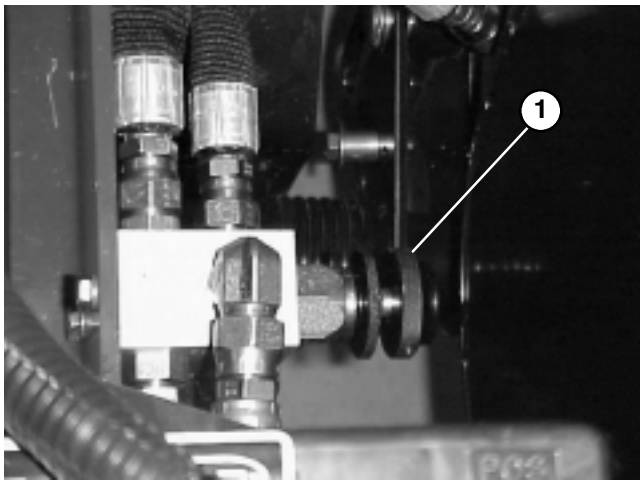

Figure 59
1. Raise hood and locate valve in center of machine behind engine (Fig. 59).